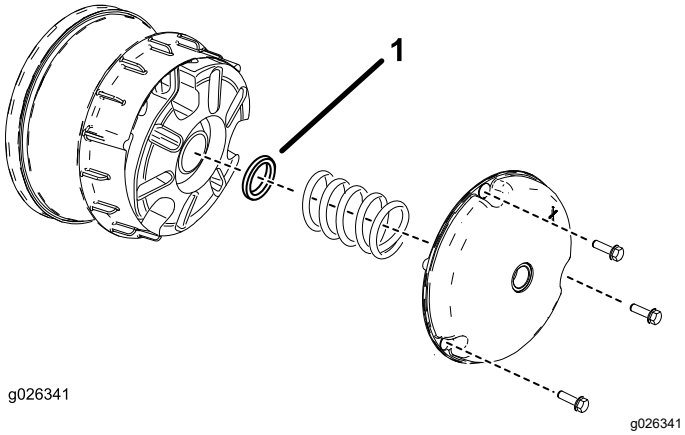
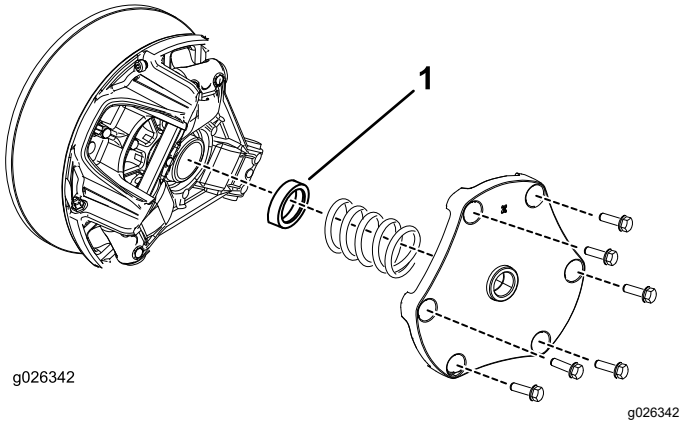

**Figura 12**
**Figura 13**
1. Rimuovete i bulloni che fissano il carter della frizione principale, come illustrato in Figura 12 e Figura 13.
2. Rimuovete la molla e scartate il distanziale (fate riferimento a Figura 12 e Figura 13)